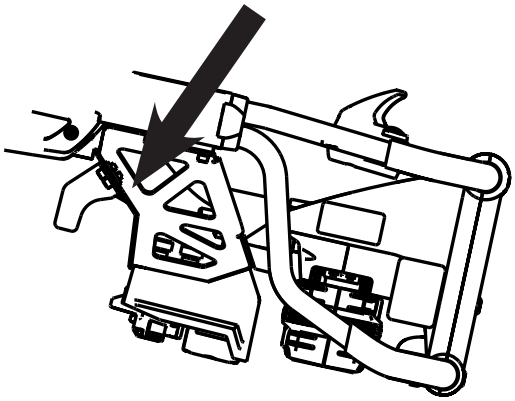

Abbildung 58
- Bei Power-LOAD-kompatiblen Tragen müssen die Haltegurte verlängert und, wie in Abbildung 58 dargestellt, an der Fußendebefestigung angebracht werden.